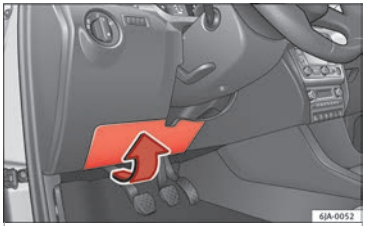

Fig. 54 On the driver-side dash panel: fuse box cover
- Carefully tilt the cover in the direction indicated by the arrow and remove it ››› **Fig. 54**.